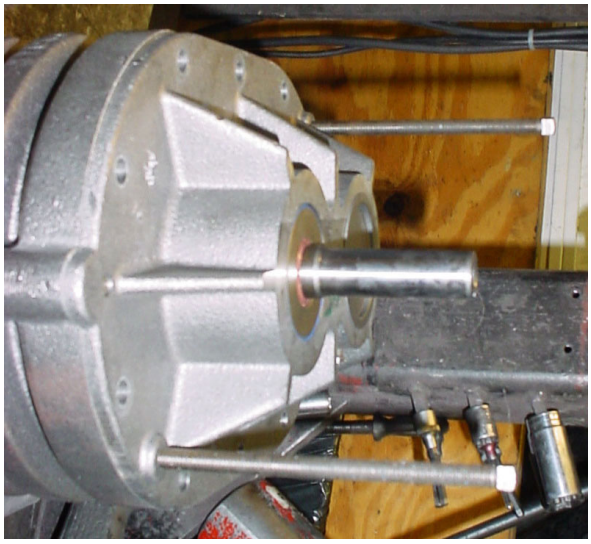
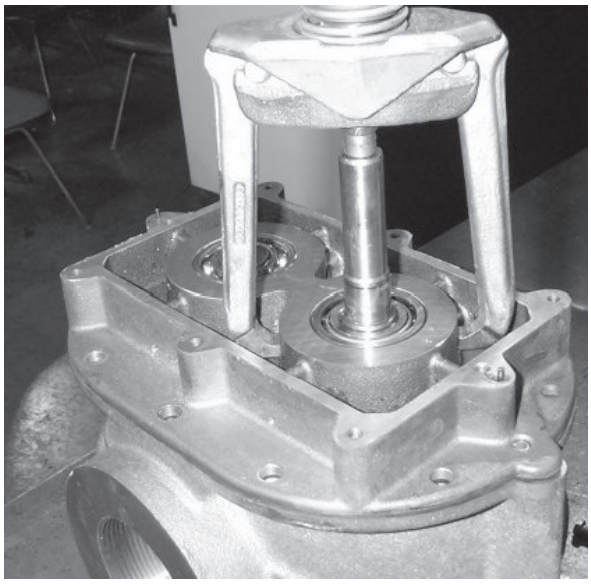

Figure 8-6 – Removing Drive End End Plate Using Jackscrews (21 Series)
Figure 8-7 – Pulling Drive End Plate (22 Series)
13. Use a jaw puller or jackscrews to remove the drive end plate (see ***Figure 8-6*** and ***Figure 8-7***).